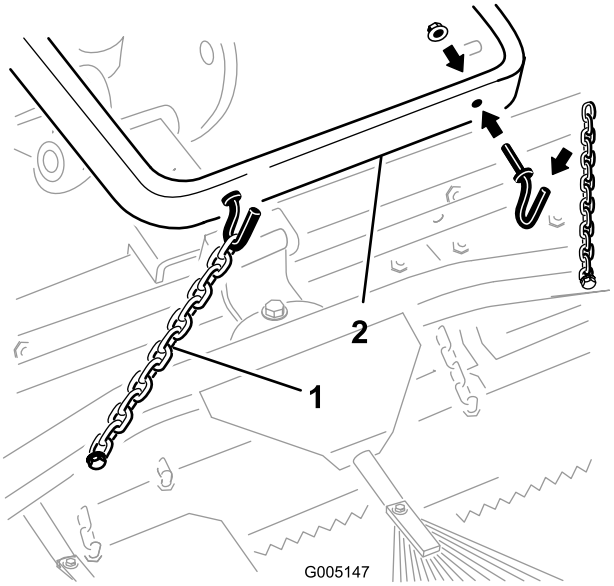
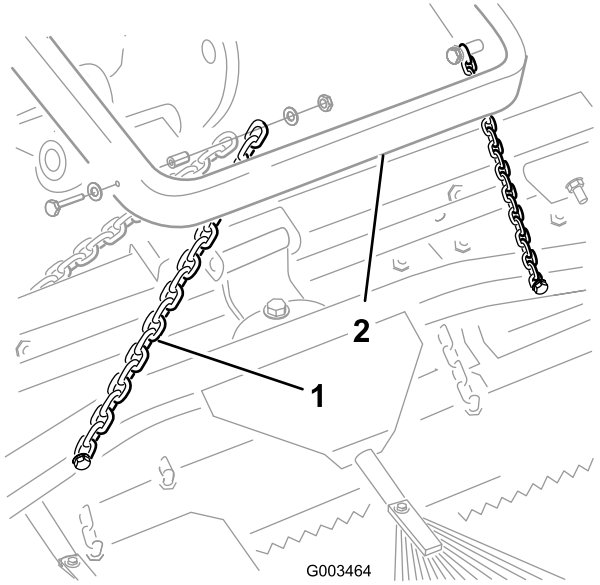

Figuur 10
Figuur 11
A. Maak de transportkettingen los van de hefarm zoals wordt getoond in Figuur 10 of Figuur 11.